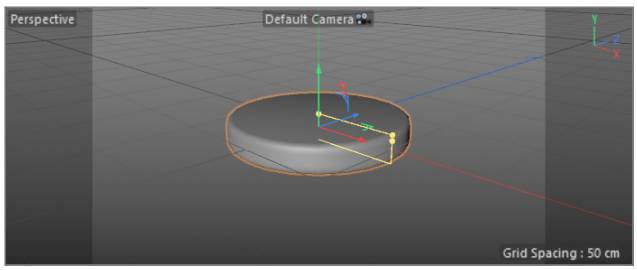

Figure 3-2 *The base displayed in the Perspective viewport*
4. In the Attribute Manager, choose the **Caps** button; the **Caps** area is displayed. In the **Caps** area, make sure the **Caps** check box is selected and then select the **Fillet** check box; fillet is applied to *base*. Figure 3-2 displays *base* in the Perspective viewport.